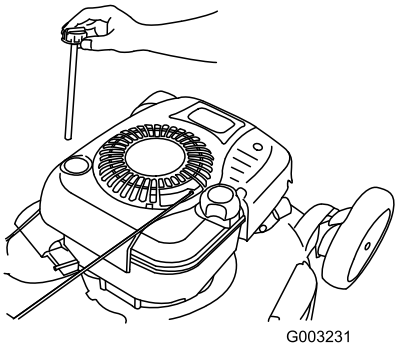

Figur 35
2. Tag målepinden ud (Figur 35).